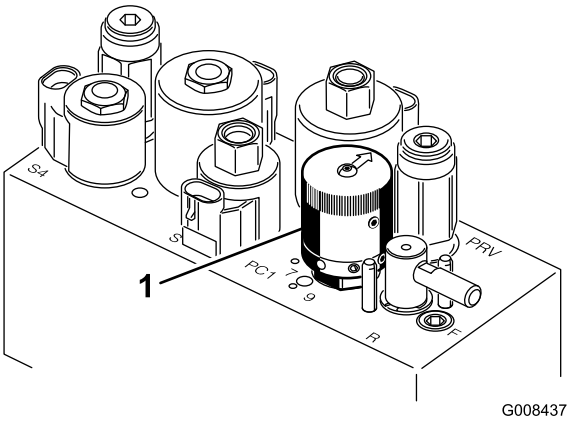

Figur 29
4. Ställ in cylinderhastigheten genom att vrida reglaget (Figur 29) tills indikatorpilarna ligger i linje med det nummer som markerar önskad inställning.